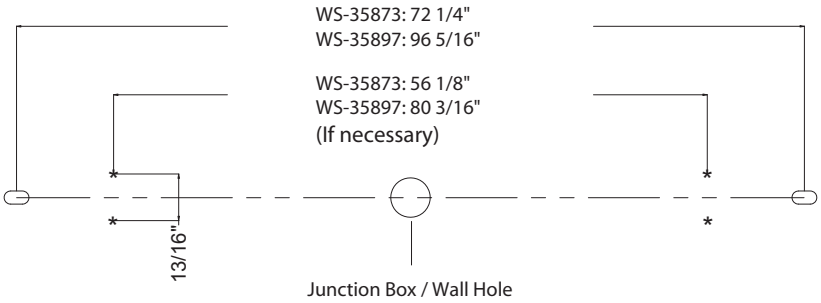

Fig.3 Wiring
3. Drill a fixture mounting hole according to (installation location), insert the plastic anchor (F).Line up the center line of the drill holes with respect to the center line of the junction box to allow the decorative plate (E) properly cover up the junction box opening on the wall.
4. Secure the decorative plate (E) to the fixture with assembly screw (C), then replace the existing silicon gasket with the supplied silicon gasket (D)
5. Remove the mounting screw (B) and the end cap from the fixture.
6. Connect the fixture's wires to house wires as shown in Fig.3, making sure that all wire connectors (A) are secured. If your outlet box has a green or bare copper ground wire, connect the fixture's ground wire to it. Otherwise, tuck the fixture's ground wire directly to the fixture. After wires are connected, tuck them carefully inside the junction box.
7. Slide acrylic diffuser and PC strip slightly out of the way to review the plastic anchor location on the back, then fasten the fixture to the wall using wood screw (G), make sure to align the decorative plate to adequately cover the junction box wall opening.
8. Secure the end cap to the fixture using mounting screw (B) to seal the acrylic diffuser.
3. Drill a fixture mounting hole according to (installation location), insert the plastic anchor (F).
4. Remove the mounting screw (B) and the end cap from the fixture.
6. Connect the fixture's wires to house wires as shown in Fig.3, making sure that all wire connectors (A) are secured. If your outlet box has a green or bare copper ground wire, connect the fixture's ground wire to it. Otherwise, tuck the fixture's ground wire directly to the fixture. After wires are connected, tuck them carefully inside the wall hole.
7. Slide acrylic diffuser and PC strip slightly out of the way to review the plastic anchor location on the back, then fasten the fixture to the wall using wood screw (G).
* If the fixture and wall have a large gap, tapping screw (H) can be used when installing the fixture.